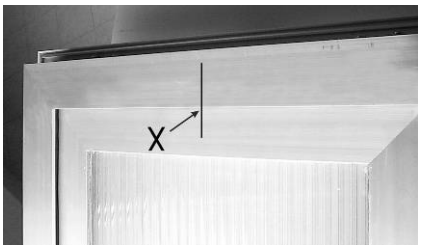

Figure 7
b) Trace centrepoint X in pencil onto the window frame (Fig.7).